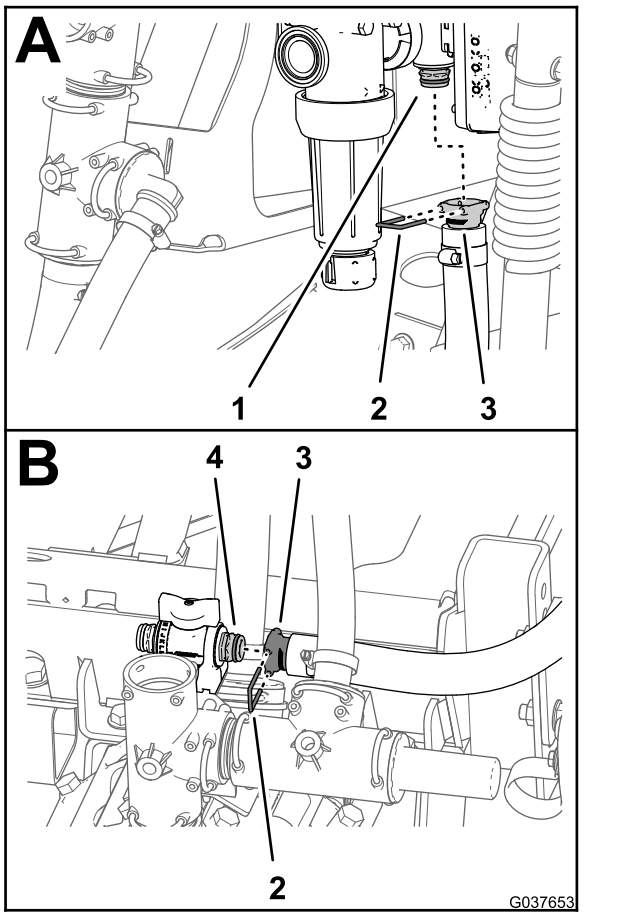

Figuur 54
1. Monteer de rechte slangpilaar van de mengtoevoerslang (1 x 33½") op de snelkoppeling van de mengdosisklep; gebruik de borgclip die bij de slang geleverd wordt (Figuur 54).
3. Monteer de rechte slangpilaar van de mengtoevoerslang op de snelkoppeling van de mengdosisklep; gebruik de borgclip die bij de slang geleverd wordt (Figuur 54).